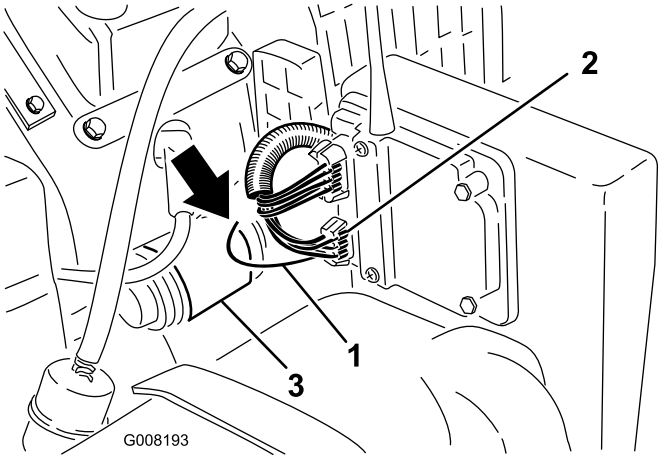

Figur 22
1. Leta reda på den gula ledningen med svart rand som finns i ledningsnätsröret från kontakten med sex stift vid mottagaren (Figur 22). Dra ut ledningen ur röret.